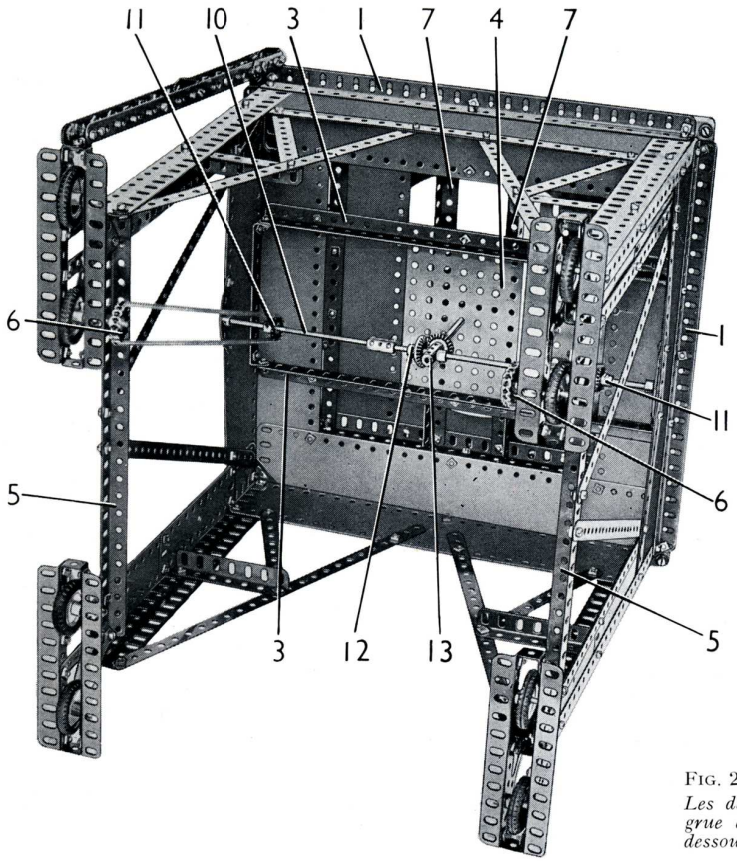
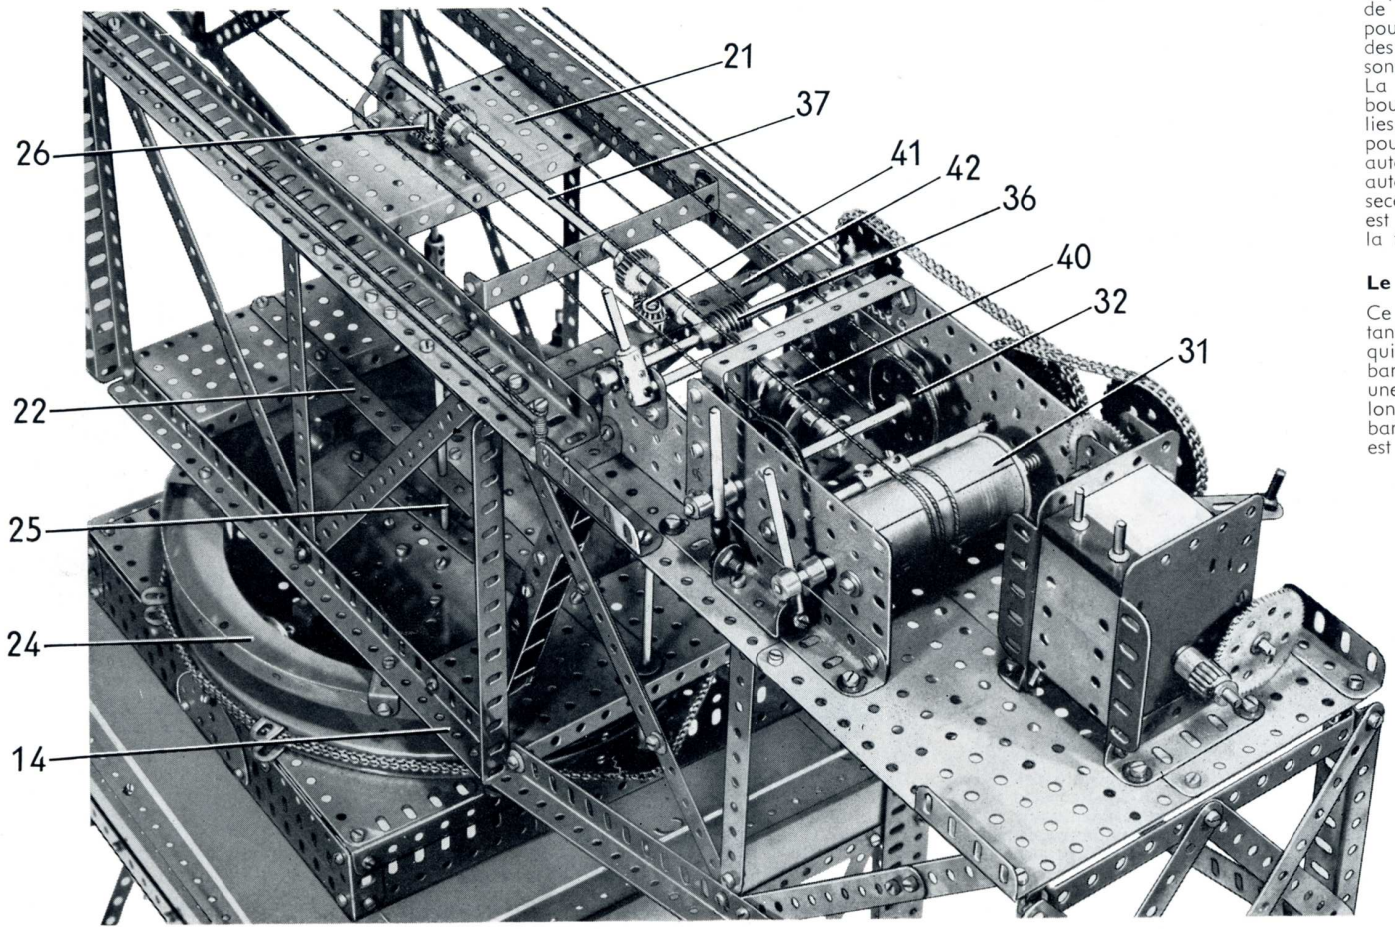

Fig. 2
FIG. 8 *Le moteur et la boîte de vitesses.*
Détails de construction : la tour (Fig. 2, 3 et 8)
Le roulement à galets (Fig. 2, 3, 4, 5 et 8)
Un axe (25) passe au travers de la plaque à rebords (21) et de la bande (22) (fig. 8), au travers de la bande de 11 trous boulonnée sur la plaque circulaire, au travers de deux bandes de 5 trous boulonnées face à face sur les cornières (7), et au travers de la plaque sans rebords (4) (fig. 2). L'extrémité inférieure de cet axe tourne dans l'accouplement (13), et un pignon d'angle de 26 dents entraîne le pignon d'angle (12) monté sur le grand arbre situé au sommet de la tour. Une roue de champ de 25 dents (26) est fixée à l'extrémité supérieure de l'axe qui est constitué par une tringle de 7,5 cm. et une de 29 cm. réunies par un accouplement.
Le moteur et la boîte de vitesses (Fig. 8 et 9)
Les côtés de la boîte de vitesses sont des plaques sans rebords de 11,5×6 cm. boulonnées sur des cornières de 9 trous fixées sur la base de la cabine. Chaque côté est prolongé vers l'avant par une plaque sans rebords de 75×38 mm. qui est fixée sur la base à son extrémité avant par un équerre de 26×12 mm. Un moteur électrique universel est boulonné sur deux cornières de 5 trous fixées sur la base comme le montre la figure 8, et sur l'un des flasques sont fixées deux cornières de 6 trous par des boulons qui passent dans leurs trous allongés. Une poutrelle plate de 4 trous est fixée sur chaque cornière, de façon à former un support en U.
En faisant coulisser l'axe (37) vers la gauche (fig. 8), on amène un pignon de 25 dents en contact avec la roue de champ de 25 dents (26) de façon à entraîner les roues de la grue. Quand on déplace l'axe (37) vers la droite, on amène un pignon de 25 dents en contact avec une roue de champ de 25 dents (41) fixée sur un axe formé par une tringle de 13 cm.